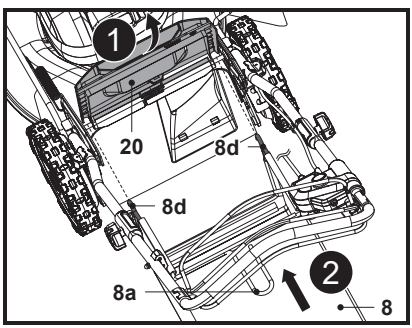

Fig. 6
3. Open the rear deflector guard (20) and hold it in position (Fig. 6, step 1).
4. Carry the grass catcher (8) by its carry handle (8a).
5. Align the two catcher hooks (8d) with the rod and hang the grass catcher (8) onto it (Fig. 6, step 2).
6. Carefully release the rear deflector guard (20) afterward.